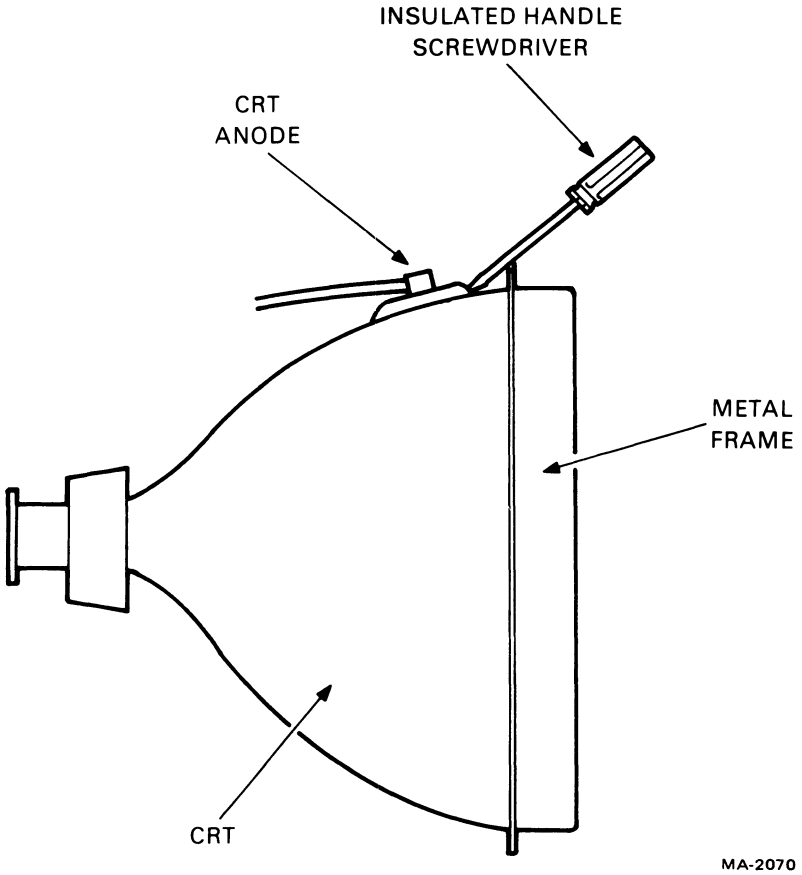

Figure 5-13 CRT Anode Discharging
3. Discharge the high voltage contained at the CRT anode. This is done by gently slipping the end of an insulated handled screwdriver under the plastic anode cap on the top of the CRT and shorting the other end of the screwdriver to a nonpainted area of the CRT frame. See Figure 5-13.
4. Discharge the high voltage contained at the CRT anode. This is done by gently slipping the end of an insulated handled screwdriver under the plastic anode cap on the top of the CRT and shorting the other end of the screwdriver to a nonpainted area of the CRT frame. See Figure 5-13.